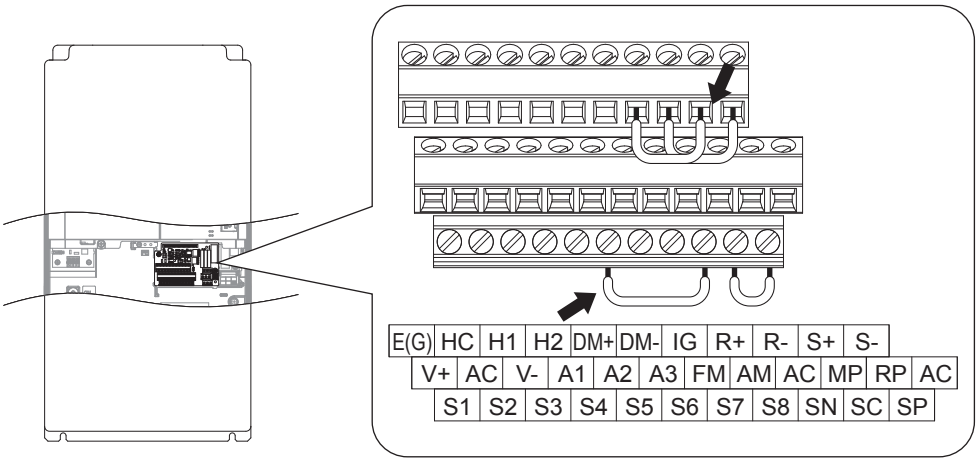

图 C.9 执行自检时通信部端子的连接
4. 在电源 OFF 的状态下，按照图 C.9 连接 R+ 与 S+、R- 与 S-、S6 与 SN。请确认端子 SC 与 SP 被短接线短接。